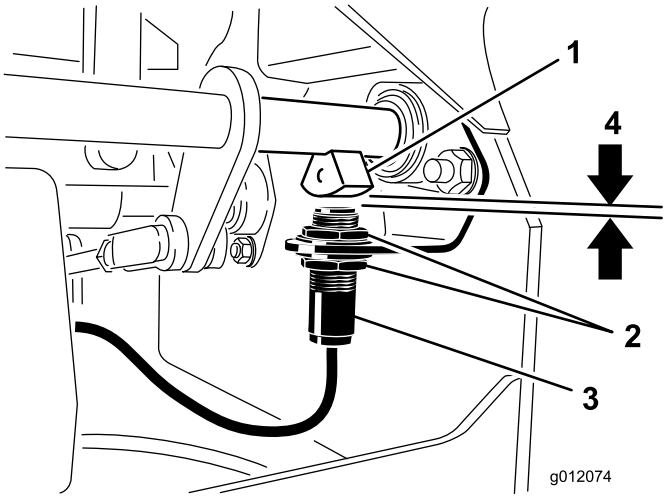

Rysunek 51
4. Przesuwaj przełącznik w górę lub w dół na wsporniku, aż odległość między czujnikiem wału hamulca i trzpieniem ruchomym przełącznika wyniesie 3,9 mm (Rysunek 51).